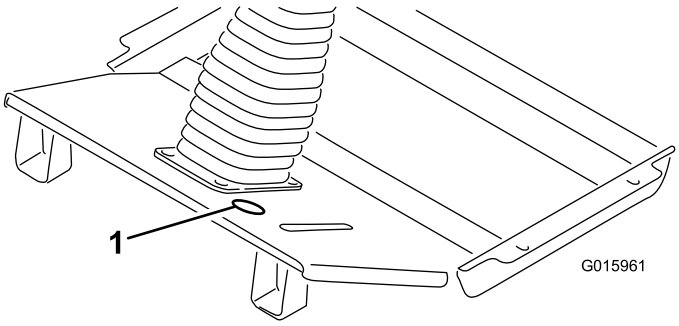

Figur 3
1. Fjern udtrykningsproppen mellem bremsepedalen og ratstammen i gulvpladen (Figur 3). Hvis gulvpladen ikke har en udtrykningsprop, skal du fortsætte til boreanvisningerne i næste trin.